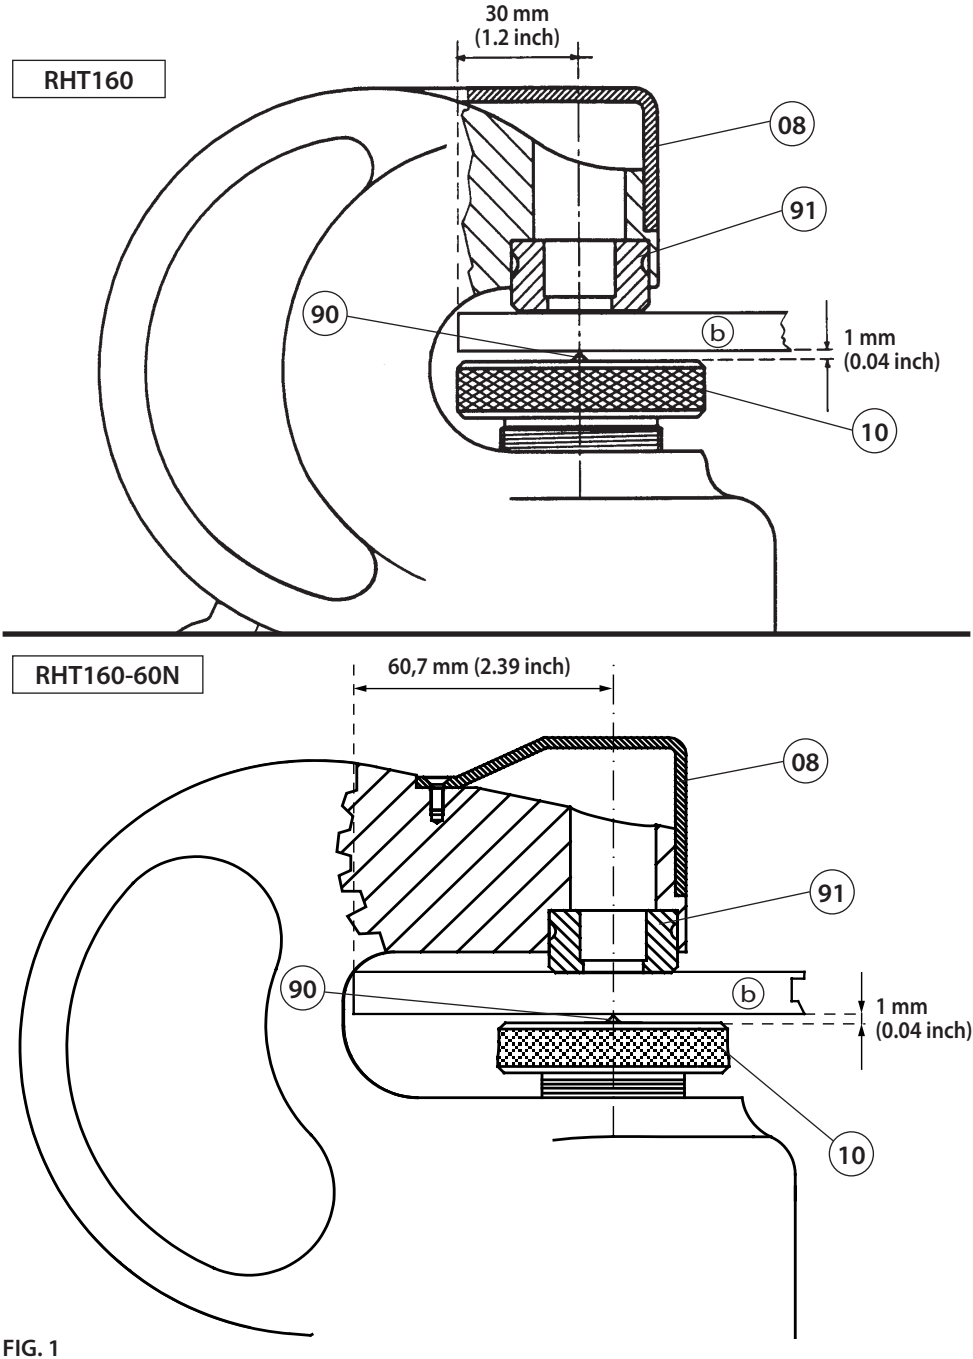
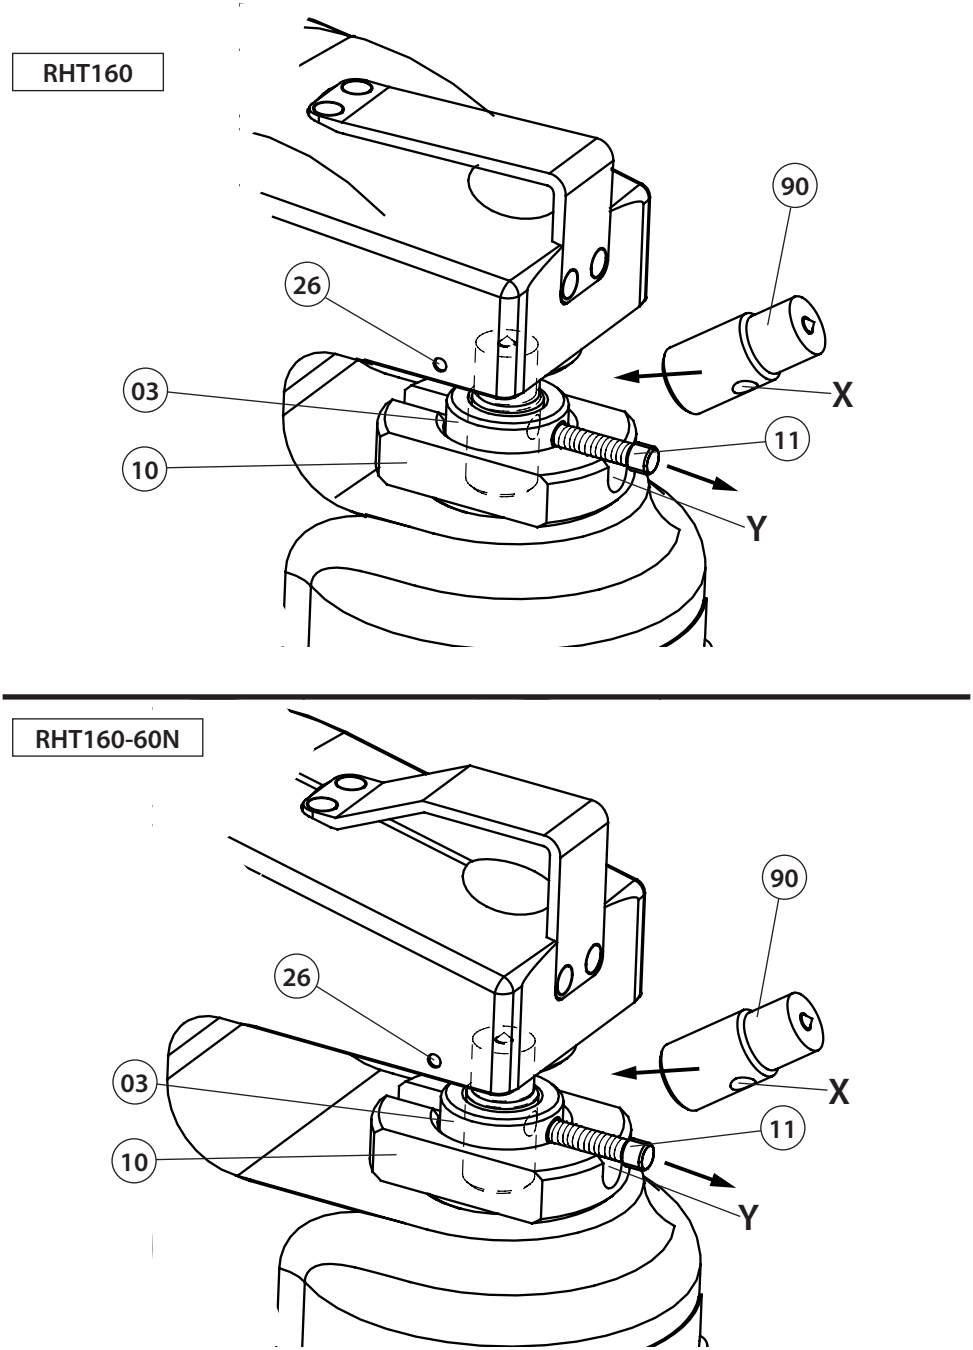
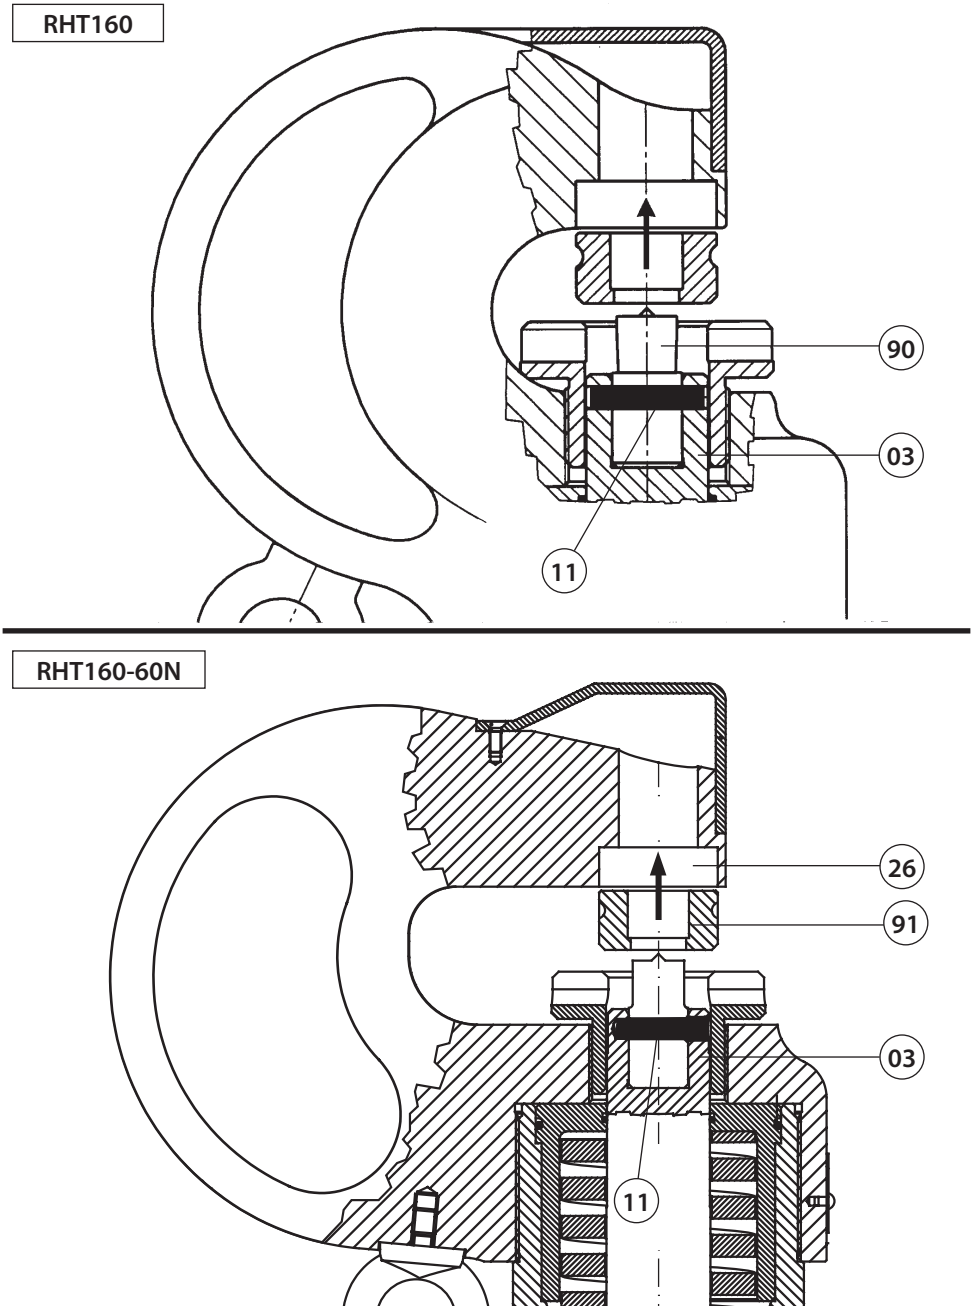

FIG. 1
FIG. 2 PUNCH ASSEMBLY MONTAGE DU POINÇON MONTAGE DES STEMPELS
FIG. 3 DIE ASSEMBLY MONTAGE DE LA MATRICE EINBAU DER MATRIZE
2.2) Accostamento del punzone (Rif. a Fig. 1)
Completata la tranciatura, scaricare la pressione dell'olio nella pompa in modo da riportare il punzone nella posizione di riposo. Svuotare lo scarto di tranciatura eventualmente rimasto nell'apposito scarico della testa coperto dalla piastrina di fermo (08) (Rif. a Fig. 1).
- La testa è completa di innesto rapido maschio a bloccaggio automatico montato su un attacco (01) che può ruotare di 360° rispetto all'asse longitudinale della testa stessa in modo da permettere all'operatore di eseguire il lavoro nella posizione più agevole.
4. MONTAGGIO DEL PUNZONE (Rif. a Fig. 2)
- Ruotare a mano la vite premi-lamiera (10) per orientarne la scanalatura **(y)** verso il fronte della testa.
- Azionando lentamente la pompa, fare avanzare il pistone (03) sino alla posizione in cui, attraverso la scanalatura **(y)** risulti completamente visibile il grano (11); svitare detto grano utilizzando una chiave a brugola da 3 mm ed estrarlo in modo da liberare la sede interna del pistone stesso.
- Introdurre il punzone (90) sino ad inserirlo nella sede interna del pistone (03) tenendo allineato il foro **(x)** del punzone con il grano (11).
- Inserire il grano (11) ed avvitarlo a fondo in modo da bloccare il punzone dentro il pistone.
5. MONTAGGIO DELLA MATRICE (Rif. a Fig. 3)
- Assicurarsi che la pressione nella pompa, cui è allacciata la testa, sia rilasciata in modo che il pistone (03) sia completamente retratto in posizione di riposo.
- Svitare, con la chiave a brugola da 3 mm, il grano (26) di blocco.
- Inserire la matrice (91) nella sua sede rispettando la posizione della scanalatura di blocco che deve trovarsi verso l'alto.
- Riavvitare il grano di blocco (26).